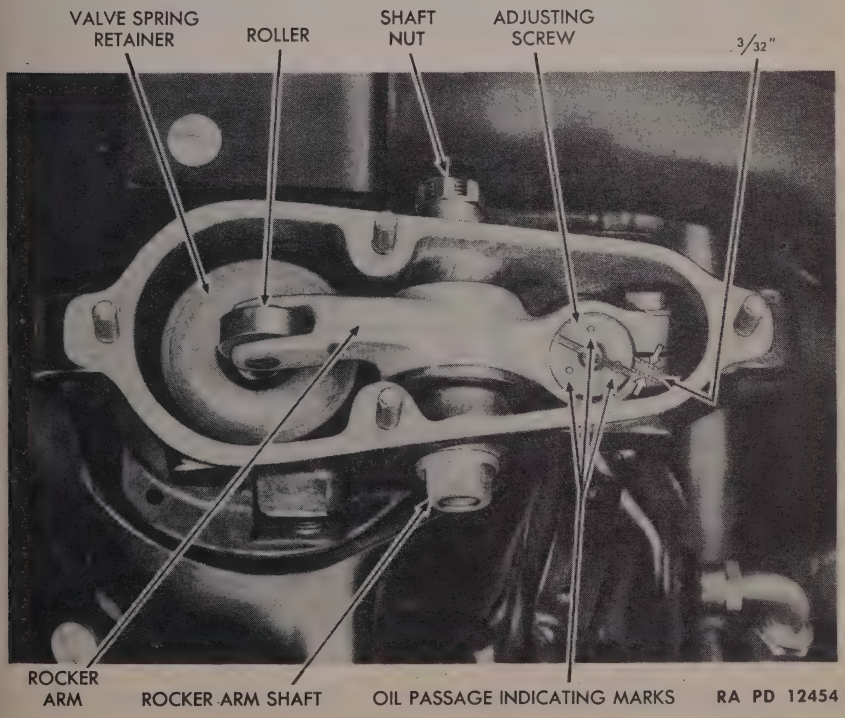

Figure 68—Interior of Rocker Box
(1) Install governor on the 4 studs on the oil pump and secure by installing and tightening the 4 self-locking nuts.
(2) Connect up the governor linkage by inserting the clevis pin in the lower link and throttle box arm. Secure with cotter pin.
(3) Connect up governor oil return line. NOTE: This procedure applies to the reinstallation of the governor after replacement of oil pump. If new governor is to be installed, it must be installed and adjusted by ordnance maintenance personnel.
61. ROCKER ARMS (fig. 68).
63. VALVE CLEARANCE ADJUSTMENT (figs. 68 and 69).
(1) PRELIMINARY STEPS. Remove rocker box covers and gaskets from all cylinders (7/16-in. box wrench). Remove front or rear spark plugs (1-in. No. 140 socket wrench). Turn engine crankshaft until the piston in the cylinder to be adjusted is at top dead center on the firing stroke. (This can be seen through the spark plug hole.) If the rocker arm rollers on both the intake and exhaust valves are free, the valve adjustment can be made. If either valve is not free when the piston is at top dead center, the piston is on the exhaust stroke. Turning the crankshaft a complete revolution will bring the piston to top dead center on the compression stroke, and free both rocker arm rollers. Before adjusting valve clearance, check the rocker arm roller for flat spots or burs. Check rocker arm for excessive side play. Replace rocker arm, if necessary (par. 61).
(2) ADJUSTING CLEARANCE (fig. 68). Using the valve clearance adjusting wrench, loosen the clamping screw (3/8-in. open-end wrench). Insert a 0.010 feeler gage between the valve stem and the rocker roller, and, with a screwdriver, adjust the adjusting screw until the gage will slide in and out smoothly, causing the roller to turn. CAUTION: Hold down on push rod end of rocker arm when checking clearance.
(3) CHECKING POSITION OF ADJUSTING SCREW (fig. 68). The adjusting screw has 3 radially-drilled oilholes to permit pressure lubrication of the upper 8 rocker arms. To be sure that each of these holes is blanked off from the split in the rocker arm, the location is marked by 3 zeros on the head of the screw. No hole should be closer than 3/32 of an inch from the nearest edge of the split. If the proper 0.010 clearance should bring one of the zeros closer than 3/32 inch to the split in the rocker arm, move the adjusting screw in the shortest direction to bring the zero to 3/32 inch from the split.
(4) LOCKING THE ADJUSTMENT. Tighten clamping screw with special wrench or 3/8-inch open-end wrench. Test tightness by trying to turn adjusting screw with screwdriver. If clamping screw is properly tightened, it will be impossible to turn adjusting screw.